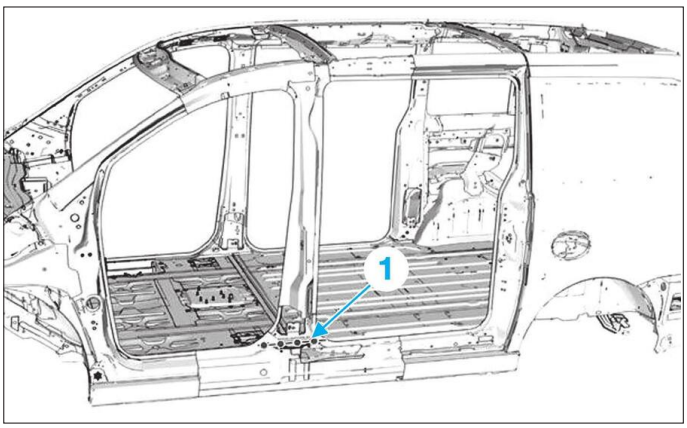

**FIG. 58**
• Préparer les bords d'accostage et les protéger par un apprêt soudable **(Fig.58)**.
• Poser l'insert gonflant de pied central (1).